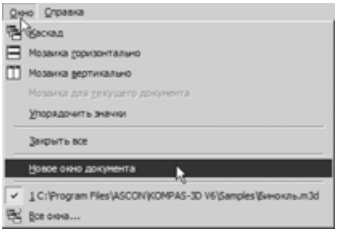

Рис. 1.38
- Выполните команду **Окно | Новое окно документа** (рис. 1.38). По команде система откроет для текущего документа еще одно дополнительное окно.